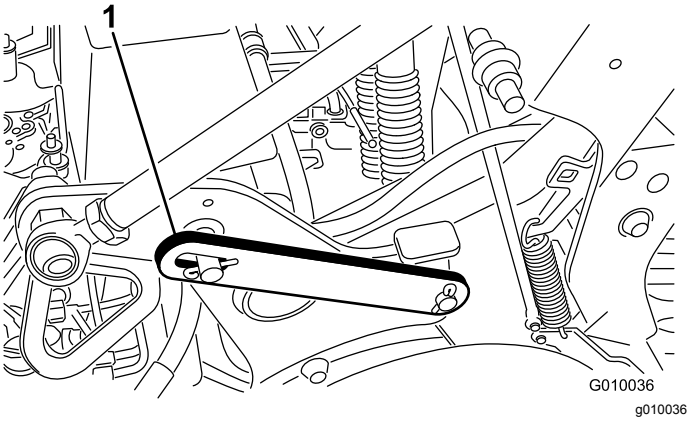

Figur 20
3. Fjern klemmeringen, der fastholder servicelåsen i opbevaringspositionen (Figur 20).